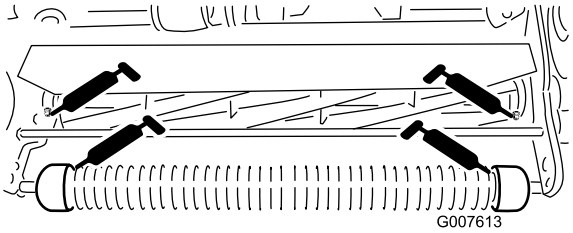

**Figuur 18**
- 2 op de voorrol (Figuur 18)
- 2 op de lagers van de messenkooi (Figuur 18)